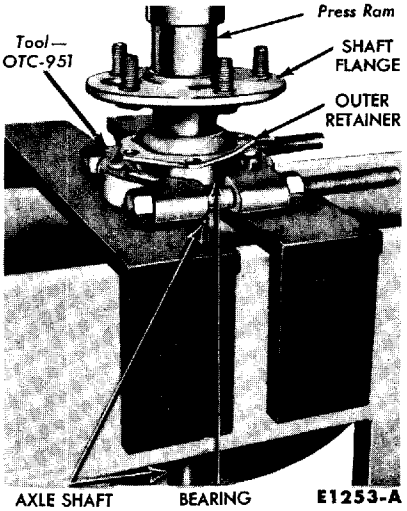

FIG. 5—Wheel Bearing Installation
8. Press a new rear wheel bearing on the axle shaft (Fig. 5). **Be sure that the inner race of the bearing is supported by the tool as the shaft is pressed through the bearing. The bearing should seat firmly against the shoulder on the shaft.**